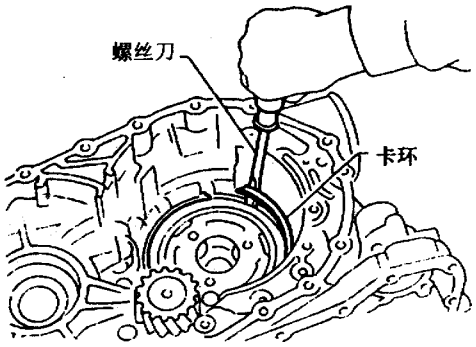

图 9－7－33　安装卡环
(15) 如图 9－7－34 所示，在前太阳齿轮上安装滚针轴承。给滚针轴承涂上适量的凡士林，且注意滚针轴承的方向。